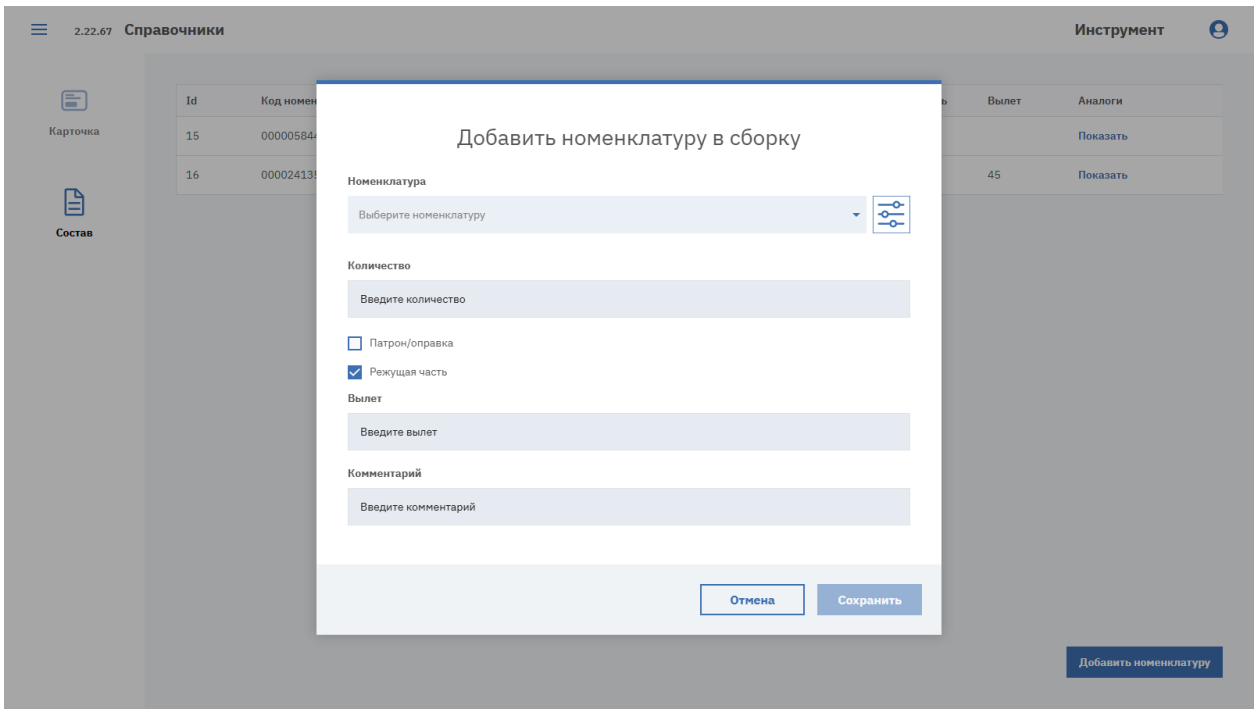

Рисунок 70. Окно «Добавить номенклатуру в сборку»
1. На вкладке «Состав» нажмите кнопку «Добавить номенклатуру». Откроется окно «Добавить номенклатуру в сборку» (см. Рисунок 70).